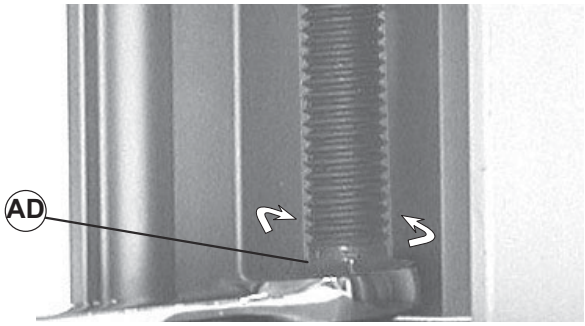

Figure 22
2. Turn kit bolt (Figure 22, item AD) to required height.